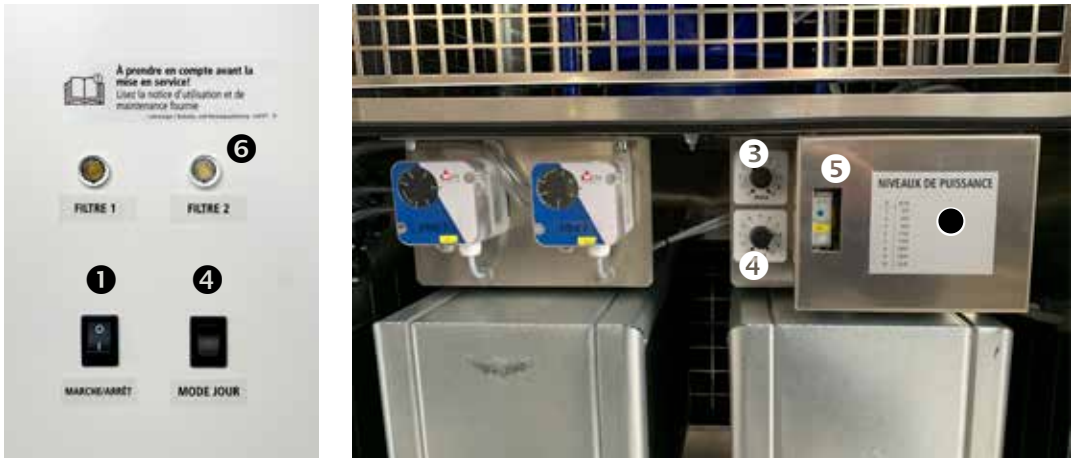

Fig. 3
- fermer les portes et placer l'interrupteur à bascule (pos. 1, fig. 3) qui se trouve sur le côté de l'appareil sur ARRÊT
Position 1 : MARCHE, en fonctionnement normal manuel ; réglage et choix individuel du débit d'air selon la présélection (pos. 2) avec le commutateur rotatif en continu (pos. 3) (voir fig. 3).
Le commutateur rotatif en continu (pos. 3 ou 4) permet de régler le voltage (voir fig. 3).
Une fois la différence de pression finale recommandée de chaque niveau de filtrage atteinte, le témoin lumineux (pos. 6) s'allume. Fig. 3